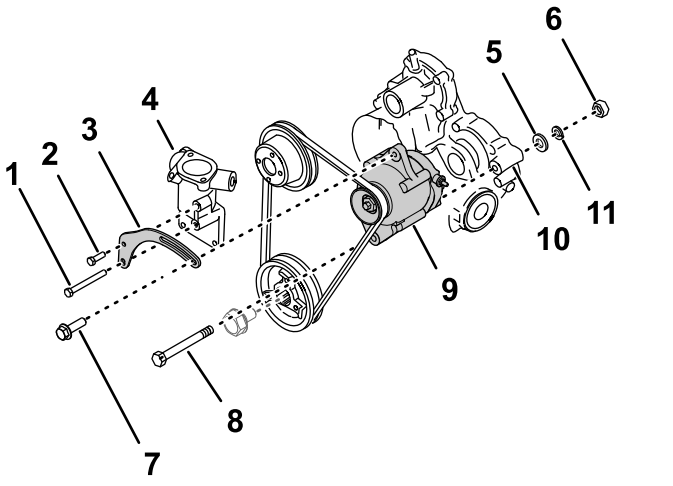

Figur 243
1. Rikta in hålen i den nya remspännbrickan med hålen i termostathuset (Figur 243).
2. Montera remspännbrickan på termostathuset och cylinderhuvudet med den korta skruven till spännbrickan i det övre hålet och den långa skruven till spännbrickan i det nedre hålet (Figur 243).
4. Rikta in generatorns (60 A) nedre hål med hålet i motorns växellåda och dra remmen över generatorskivan (Figur 243).
6. Montera muttern (10 mm) löst på axelbulten (Figur 243).
7. Montera generatorns låsskruv genom skåran i remspännbrickan och det gängade hålet i generatorn (Figur 243).
8. Vrid generatorn utåt tills remspänningen gör att remmen böjer sig 10 mm när den utsätts för en tyngd på 4,5 kg mitt emellan skivorna (Figur 243).